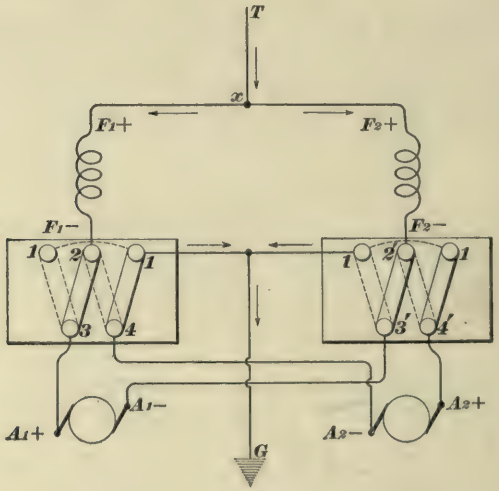

FIG. 34.
**43.** In Fig. 34, the $A_1-$ lead of No. 1 motor has been mixed with the $A_2-$ lead of No. 2 motor, with the result that the car cannot be made to move at all, because neither motor circuit is complete, and no current can flow. There is a local